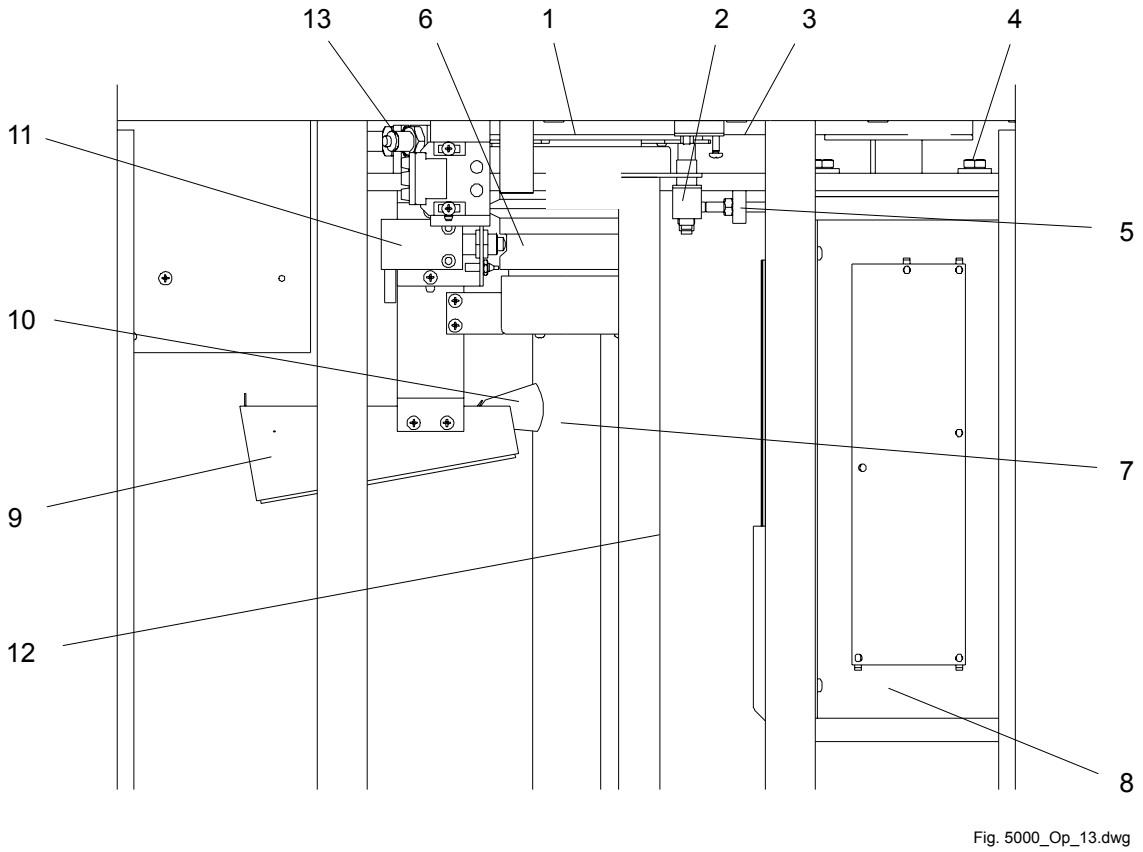

Bild 49 Maskinutrymme bakom lyftplattans servicelucka
Om lyftmuttern slits ut helt kommer plattformen att sjunka ner på säkerhetsmuttern. Mutterbrytaren Bild 49 pos. 11 kommer då att bryta strömmen och hissen går ej att köra. Om detta händer måste hissen nödsänkas till stannplanet.